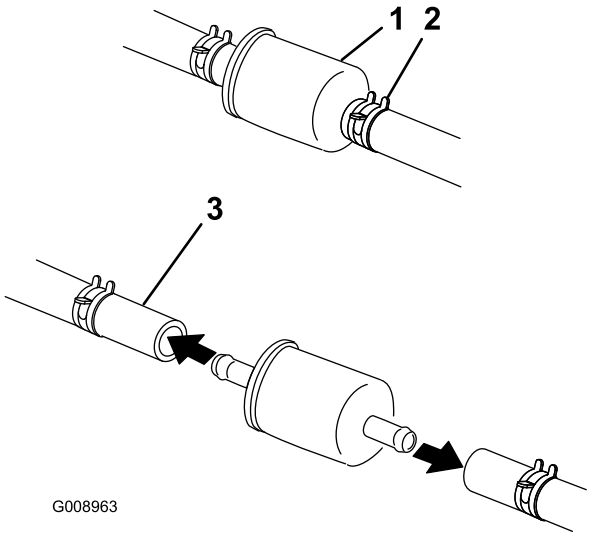

Figuur 57
5. Sluit de brandstofafsluitklep onder de stoel (Figuur 57).
6. Druk de uiteinden van de slangklemmen naar elkaar toe en schuif ze weg van het filter (Figuur 57).
8. Monteer een nieuw filter en schuif de slangklemmen terug tot dicht bij het filter (Figuur 57).